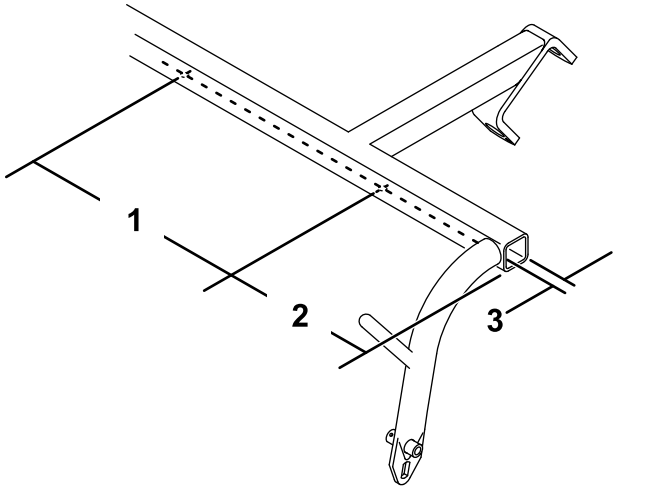

Figura 2
4. Si el bastidor de tiro no incluye 2 taladros en la parte inferior, realícelos en la ubicación mostrada en la Figura 2 mediante una broca de 0,221 pulgadas.